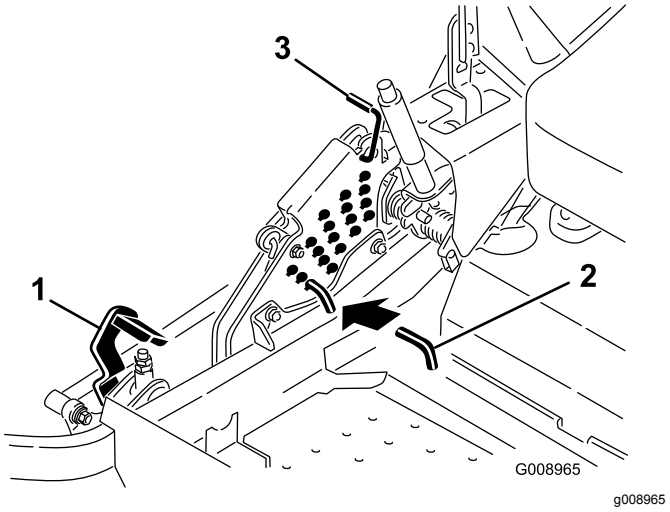

図 24
2. デッキ昇降ペダルを踏み込んでデッキを移動走行位置まで上昇させるこれは刈高 140 mm の位置と同じ図 24を参照。
3. 刈高ピンを 90 度回転させて刈高ブラケットから抜き取る図 24 。
4. 刈高ブラケットについている穴から、希望する刈高に対応する穴を見つけ、その穴にピンを通す図 24 。